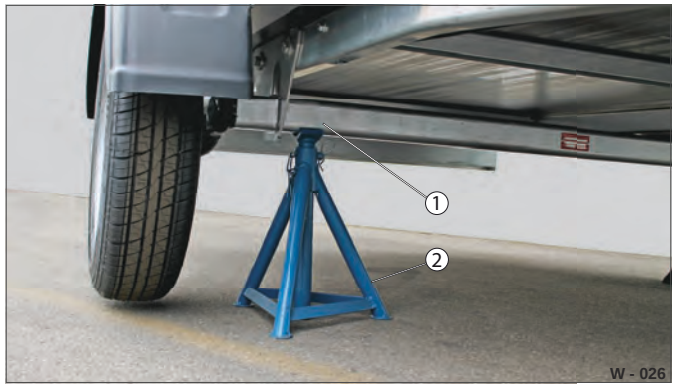

Fig. 29 Opklodsning / understøttelse af anhænger
- ▶ Klods anhængeren op, f.eks. med en egnet buk (Fig. 29 /2), i nærheden af hjulet ved akselrøret (Fig. 29 /1).